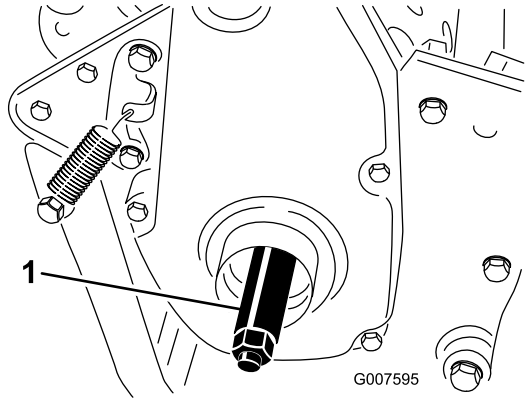

Figur 7
3. Skru den høyre hjulakselen på lederullen på høyre side av maskinen (Figur 7).